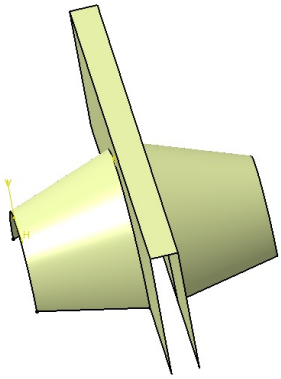

Figure 18-108 *Mirror surface created*
3. Select the lofted surface and choose the **Symmetry** tool from the **Operations** toolbar. Now select the yz plane as reference and click **OK** to create the mirrored surface, refer to Figure 18-108.